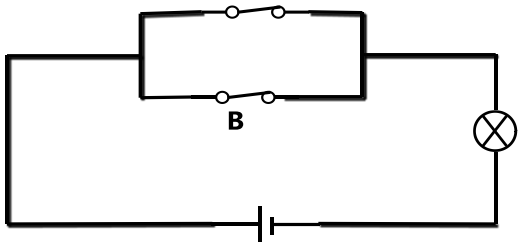

FIGUUR 1 (1)
10.1 Benoem die elektroniese logikahekke wat die diagramme in FIGUUR 1 tot 3 hier onder verteenwoordig. Skryf slegs die antwoord langs die vraagnommer (10.1.1–10.1.3) in die ANTWOORDBOEK neer.